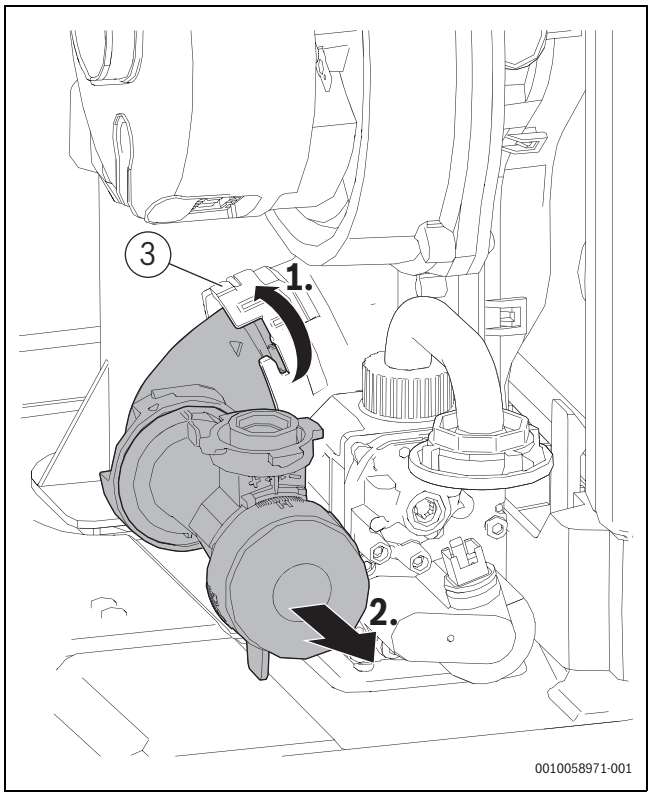

Bild 81 Einstelldüse ausbauen
- Einstelldüse wieder am Venturirohr [3] befestigen. (→Bild 81, Seite 62).
- Einstelldüse wieder am Venturirohr [3] befestigen (→Bild 81, Seite 62).